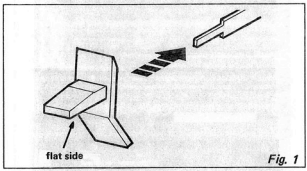

Fig. 1
c. Remove nuts (1) through (4) shown in Photo 7 and remove lever switch knobs (5) and (6) and screws (7) through (10). When lever switch knob is installed, when viewed from above the chassis, it will appear as shown in Figure 1.